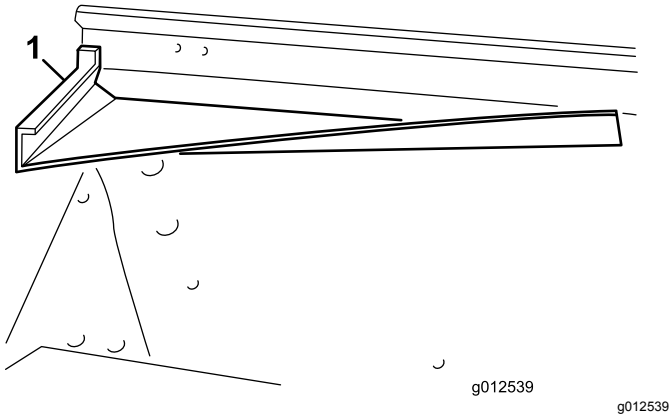
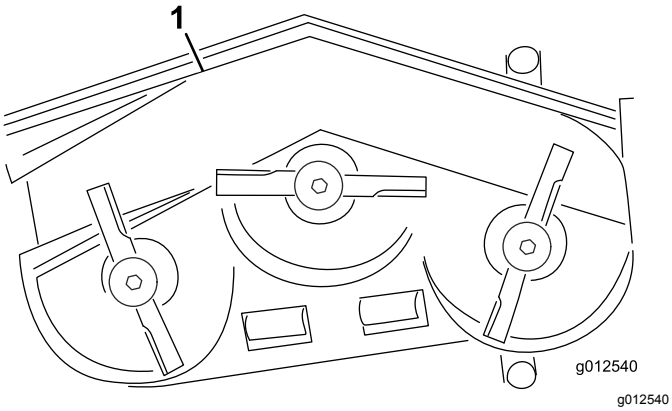
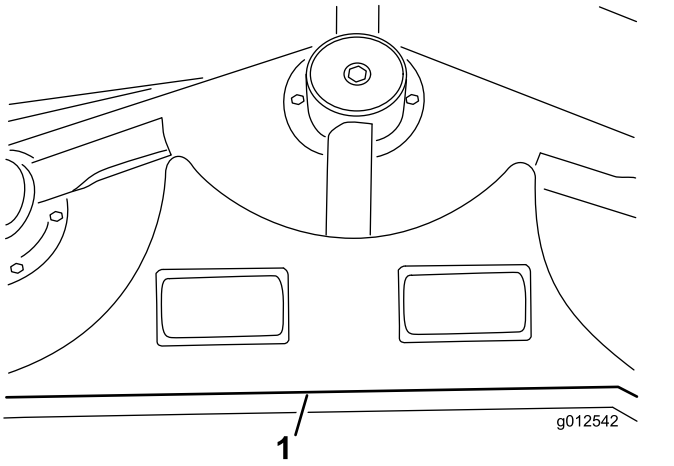
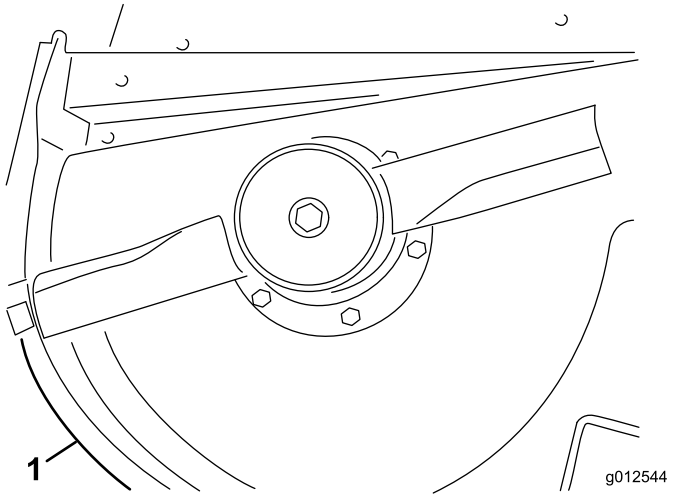

Figure 11
Figure 12
Figure 14
Figure 16
1. Insert the front deflector into the deck, aligning the end of the deflector with the edge of the discharge opening (Figure 11 and Figure 12).
8. Using the existing holes, mount the rear shelf to the deck with 4 bolts (3/8-16 x 1 inch) and lock washers (3/8 inch) (Figure 14).
9. Align the left shelf with the left end of the rear shelf and the edge of the deck (Figure 12 and Figure 14).
11. Align the right shelf with the right end of the rear shelf and the edge of the deck (Figure 12 and Figure 16). Using the left shelf as a template, locate, mark, and drill three 9/32 inch diameter holes in the deck.